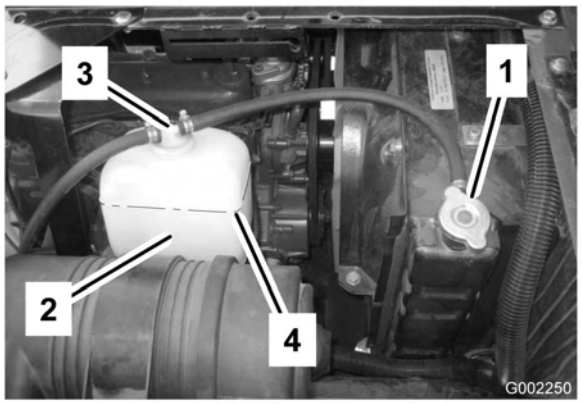

Figur 52
3. Ta försiktigt bort kylarlocket och locket på expansionstanken (Figur 52).